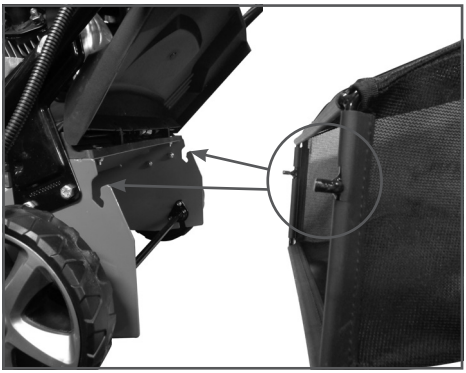

Рис. 6 Установка травосборника
7. Установите травосборник. Для этого поднимите заднюю крышку корпуса скарификатора, вставьте направляющие на каркасе травосборника в пазы в корпусе скарификатора (Рис. 6), после чего отпустите травосборник и заднюю крышку корпуса скарификатора.